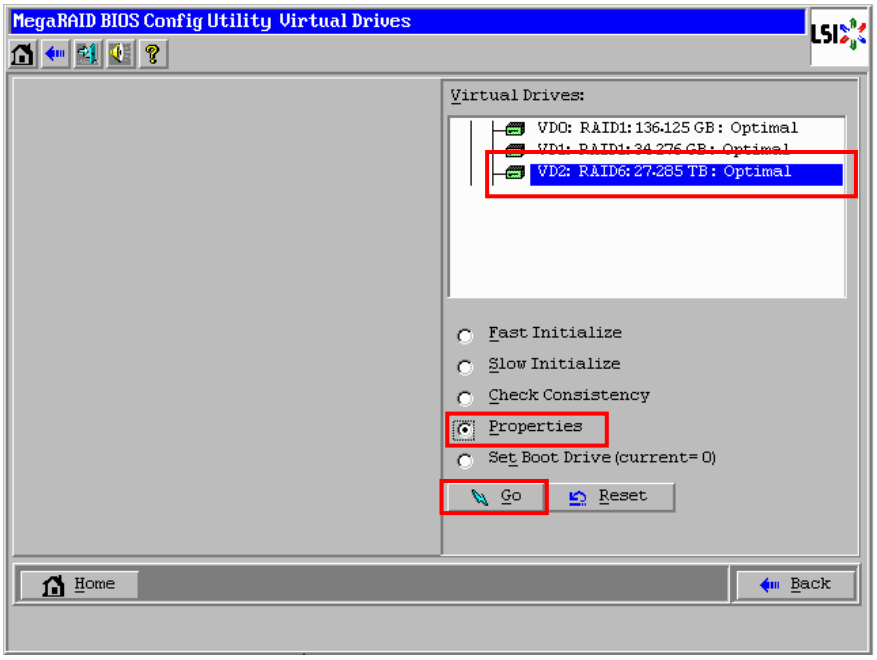

Figure B.2.8-9 Virtual Drives window (1)
(11) Select a virtual drive to execute consistency checking from the upper right list on the virtual drives window (1) as shown in Figure B.2.8-9, check [Properties], and then click [Go] button.